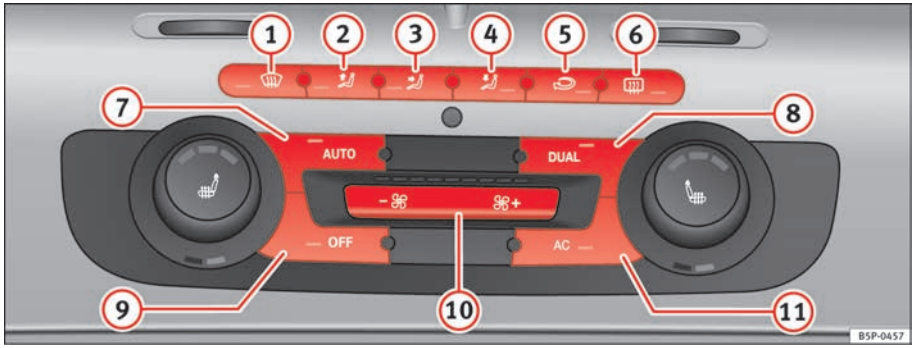

Fig. 129 On the dash panel: 2C Climatronic controls
– Turn the temperature control knobs ⇒ fig. 129 (9) or (14) in order to adjust the temperature on the left hand side or the right hand side respectively.
– Press the AUTO ⇒ page 159, fig. 129 button. “AUTO High” is shown on the radio display (high fan speed).
– Press the AUTO button again ⇒ page 159, fig. 129. “AUTO Low” is shown on the radio display (low fan speed).